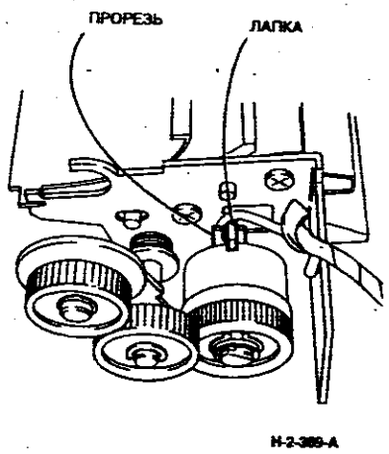

**Рисунок 3. Положение фланца муфты**
2. (Рисунок 3) Проверьте, что лапка на корпусе податчика попадает в прорезь во фланце муфты,а жгут проходит над лапкой.